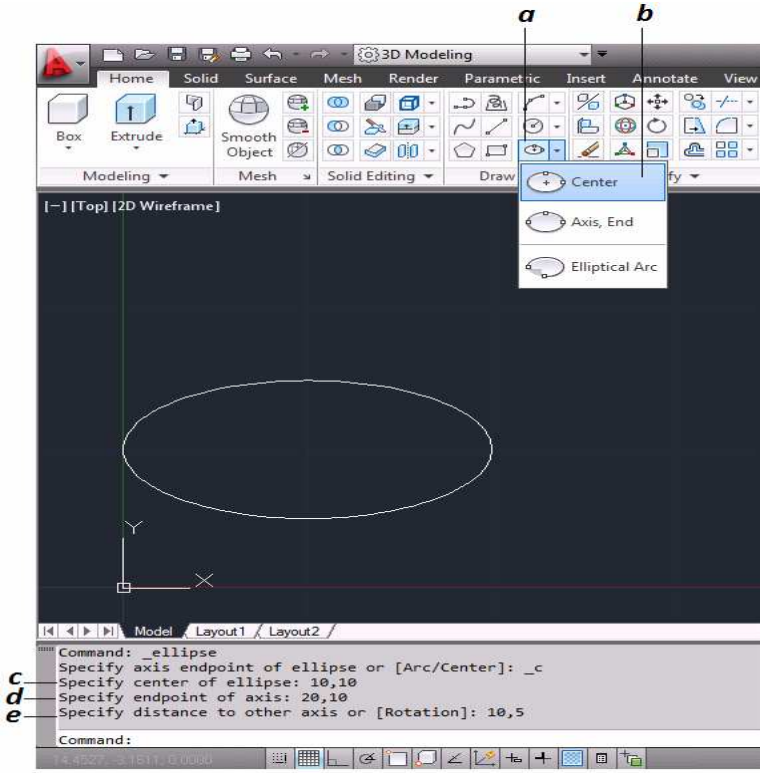

Figura 3.24 Creación de Entidades "Elipse"
Como indica el nombre, con este comando se crea una elipse por medio de tres métodos. Esta herramienta esta localizada en el menú *Inicio (Home).* AutoCAD cuenta con tres formas de crear una elipse *(figura 3.24)*.
Ahora se crea una elipse con el comando *Centro (Center) (figura 3.24).*
a. Se selecciona el comando elipse *(figura 3.24)*.
b. Al desplegarse el submenú, se selecciona Centro *(figura 3.24)*.
c. El centro de la elipse estará en la coordenada 10,10 *(figura 3.24)*.
d. La 2ª coordenada será 20,10 la cual indica que del centro hacia la derecha se tienen 10 unidades, se da enter *(figura 3.24)*.
e. La 3ª coordenada será 10,5 la cual indica que del centro hacia abajo se tienen 5 unidades, damos enter *(figura 3.24)*.